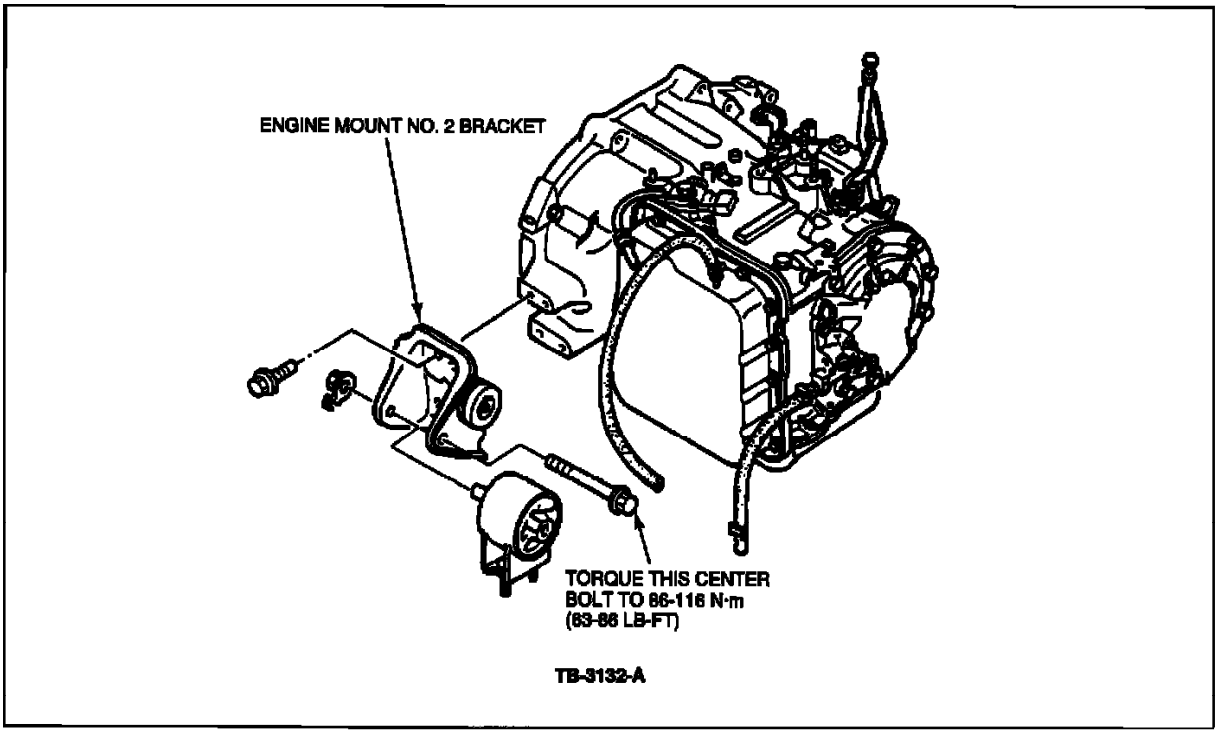

Figure 5
5. Tighten engine mount # 2 center bolt to 63-86 lb.ft. (86-116 N-m), Figure 5.